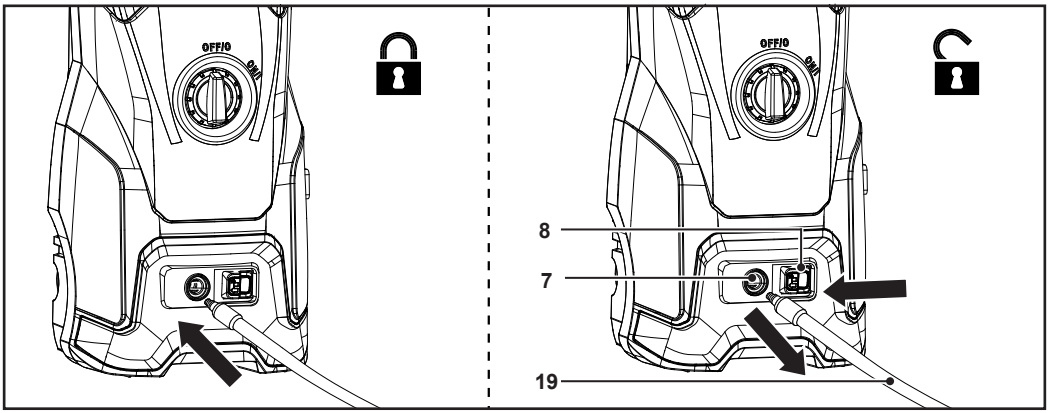

Fig. 5
1. Pentru conectare, introdu furtunul cu presiune (19) în evacuarea apei (7). Furtunul cu presiune se fixează în poziție cu un clic (fig. 5).
2. Pentru deconectare, glisează butonul (8) spre evacuarea apei (7) (fig. 5). În același timp, trage afară furtunul cu presiune (19) din evacuarea apei (fig. 5).